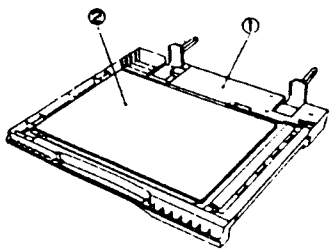

Рис. 1 SDF4-18
3. (Рис. 1): Снимите 1 SDF PWB и 2 узел прокладки стекла экспонирования.